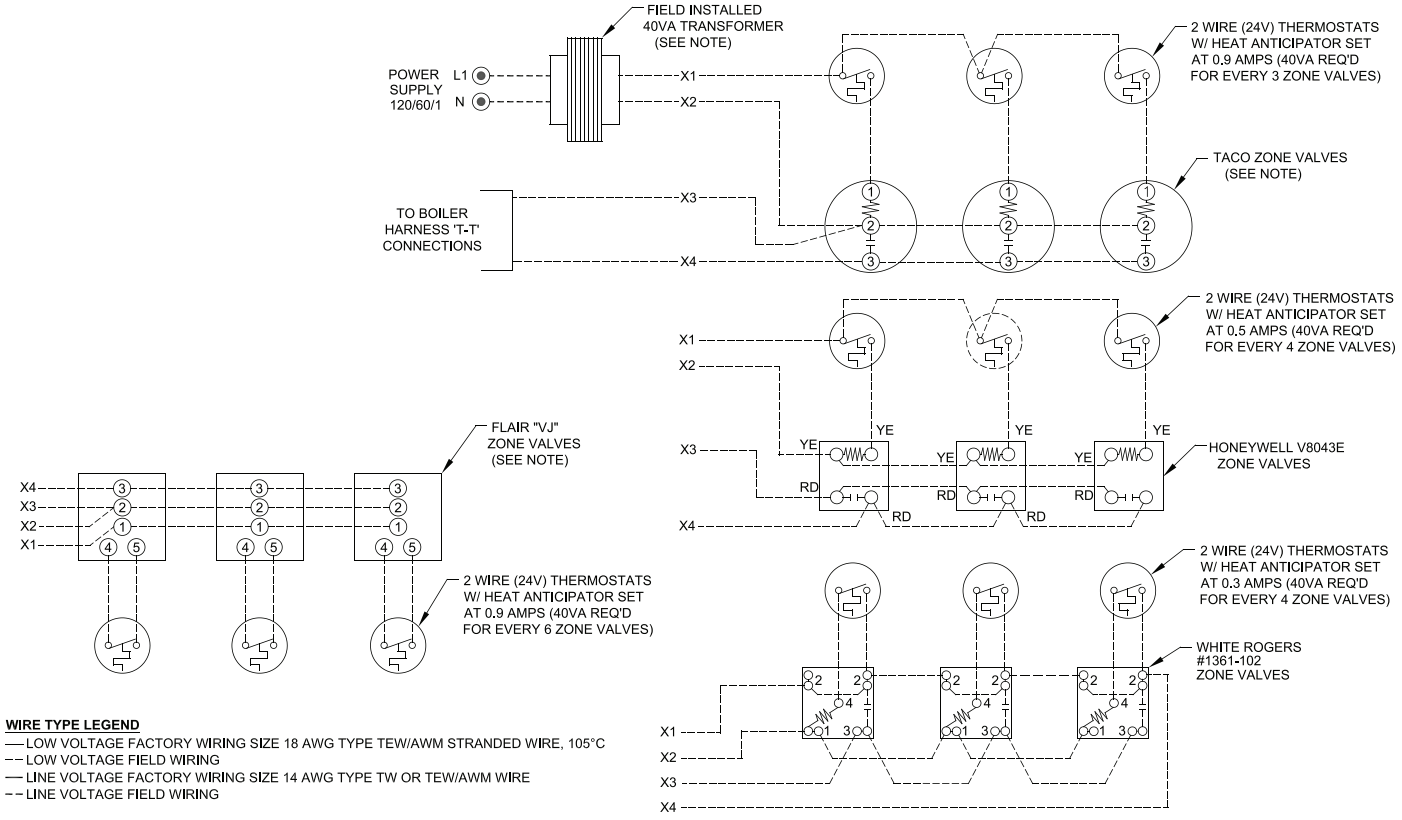

Figure 8-3: Wiring Schematic, Zone Valves
D. For installations using zone valves, provide separate transformer for zone valve wiring. Consult zone valve manufacturer for assistance. See Figure 8-3.